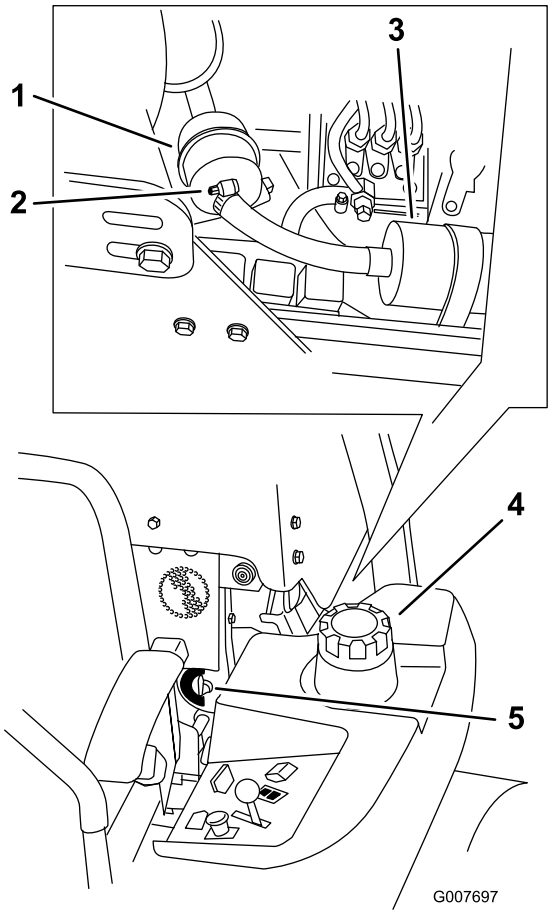

Figur 47
4. Luk brændstofafbryderventilen(Figur 47).
5. Løsn de to slangeklemmer, og kobl brændstofledningerne fra brændstoffilteret (Figur 47).
6. Sæt et nyt filter. Kobl brændstofledningerne til brændstoffilteret, og monter de to slangeklemmer (Figur 47).